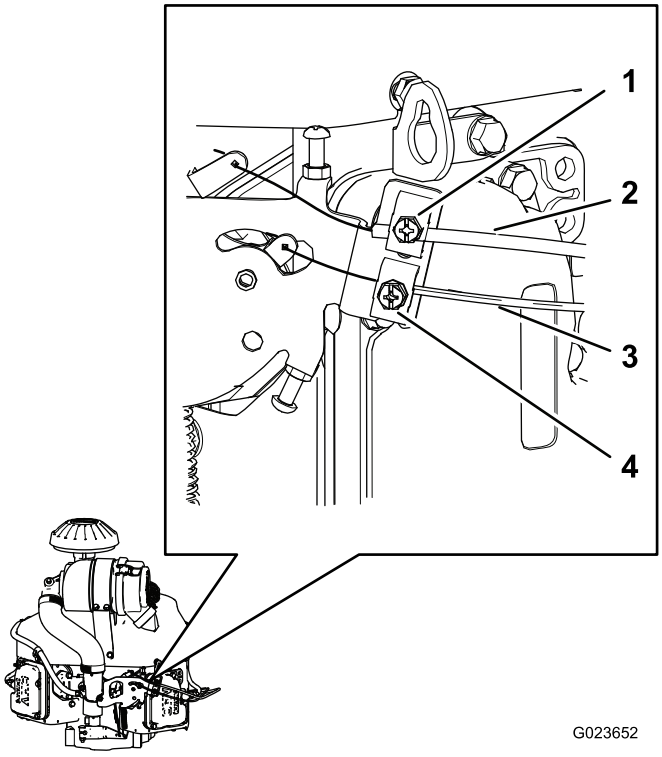

Figur 66
1. Løsn tilspændingsskruen, der fastgør gaskabelhuset til motoren (Figur 66).
3. Træk kabelhuset på gaskablet op (Figur 66), indtil der næsten ikke er noget slæk i gaskablet, og stram tilspændingsskruen.
1. Løsn tilspændingsskruen, der fastgør chokerkabelhuset til motoren (Figur 66).
4. Træk kabelhuset på chokerkablet op (Figur 66), indtil der næsten ikke er noget slæk i chokerkablet, og stram tilspændingsskruen.